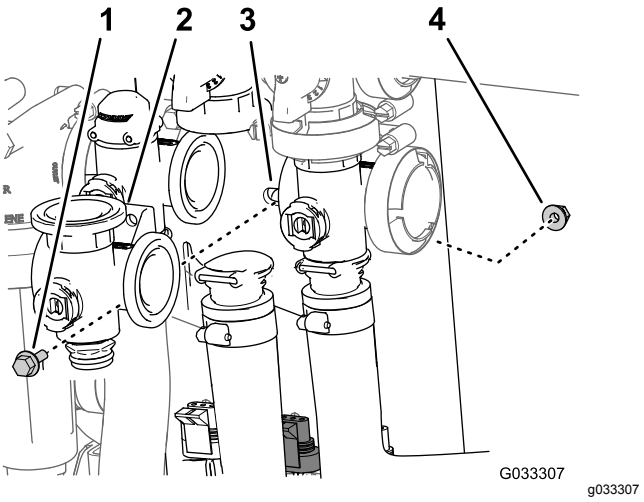

Figuur 65
3. Verwijder de flenskopbout en flensborgmoer waarmee de mengklep is bevestigd aan de klepbevestiging en verwijder de verdeler uit de machine (Figuur 65).